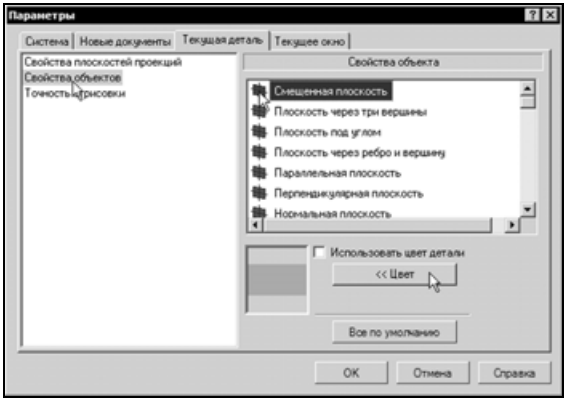

Рис. 6.2
- В списке параметров текущей детали в левой части окна укажите элемент **Свойства объектов** (рис. 6.2).